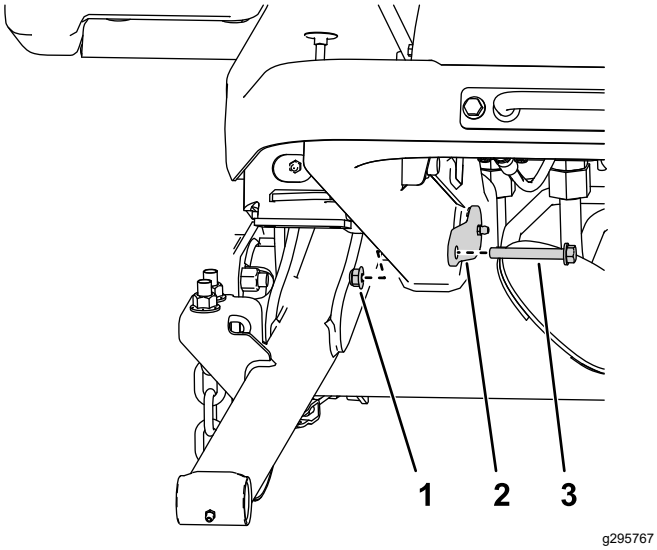

Figura 6
4. Utilice 2 tuercas (⅜") y 2 pernos (⅜" x 2¾") para sujetar los pasadores grandes al bastidor (Figura 6).